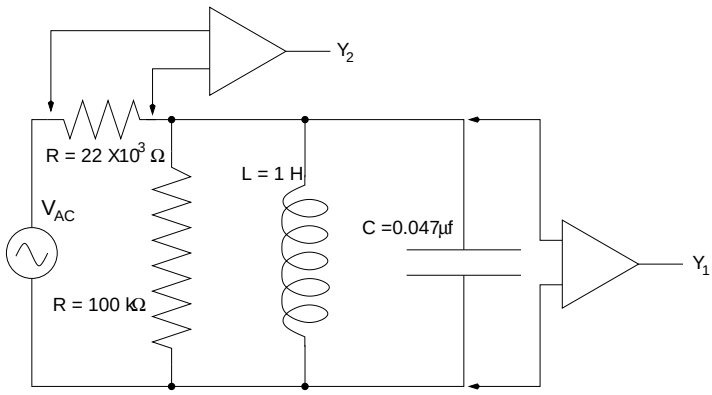

Figure 4: A parallel LRC test circuit.
Since V is the same for all the parallel elements, the **relevant phase differences are between the currents**. To measure the total current I_{rms} and the phase between it and the voltage V_{rms}, we will insert a 22 kΩ sampling resistor R_S in series with the signal generator. See Figure 4.
1. Hook up the circuit plug board as in Fig. 4 and again trigger the scope externally from the signal generator. (We chose a large $R = 100$ kΩ circuit resistance to limit the resonant current and thus enhance sensitivity.)